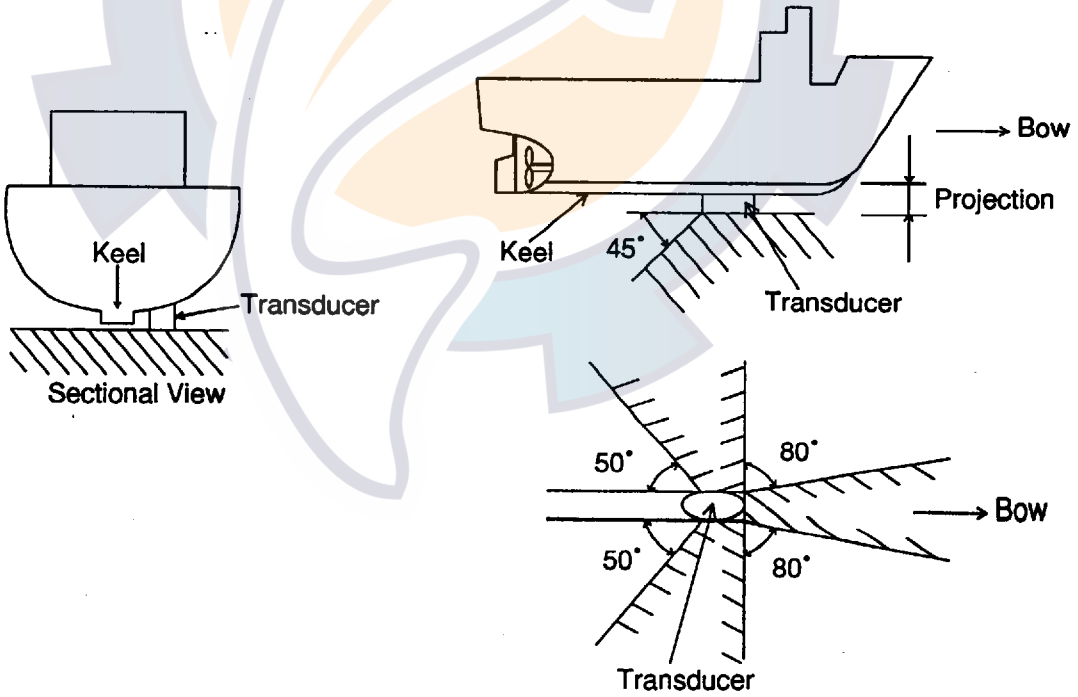

Fig. 1-1 Transducer Unit Installation Site
a) Projections (such as sonar's retraction tank) should not exist in the area shown by oblique lines in Fig. 1-1.